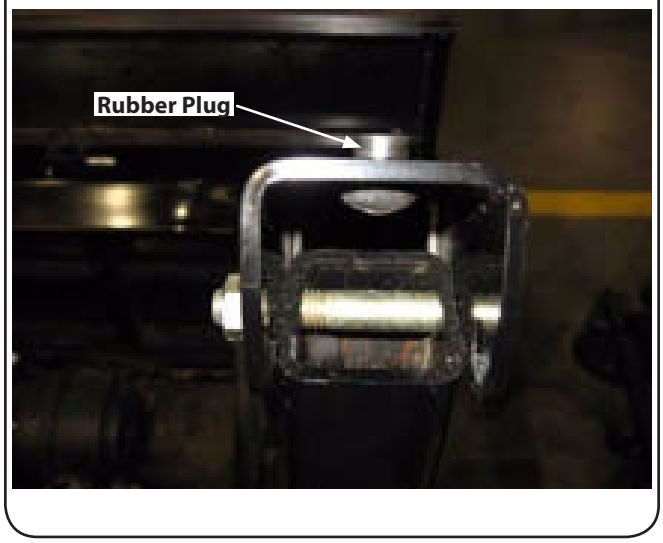

Figure 3-5
7. Insert rubber plugs into each side of the upper ROPS. See Fig. 3-5.